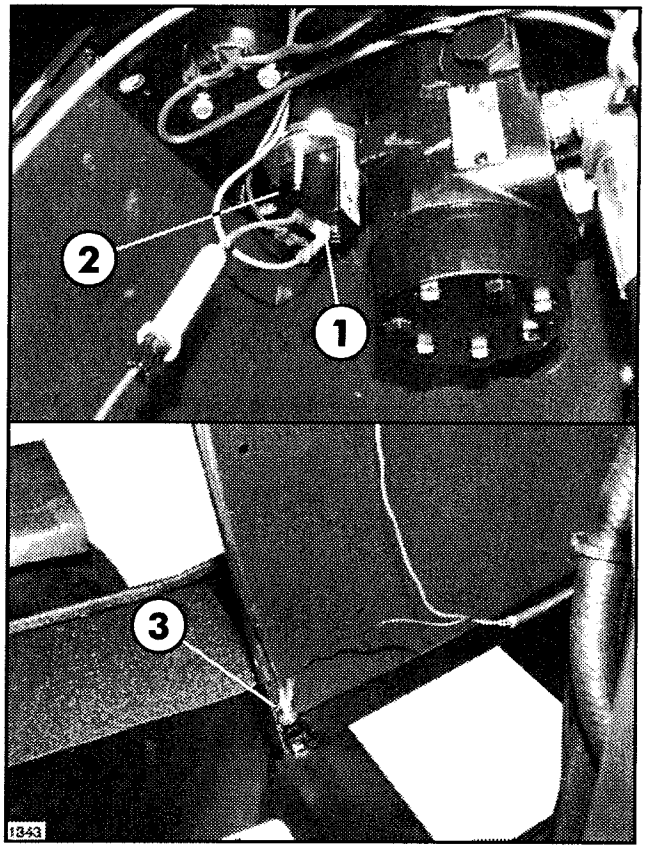

FIG. 5
12. Attach Ground Wire (black) along with Ignition Ground to the bolt securing the bottom of the L.H. Steering Console Panel to Vehicle Frame. See FIG. 5.